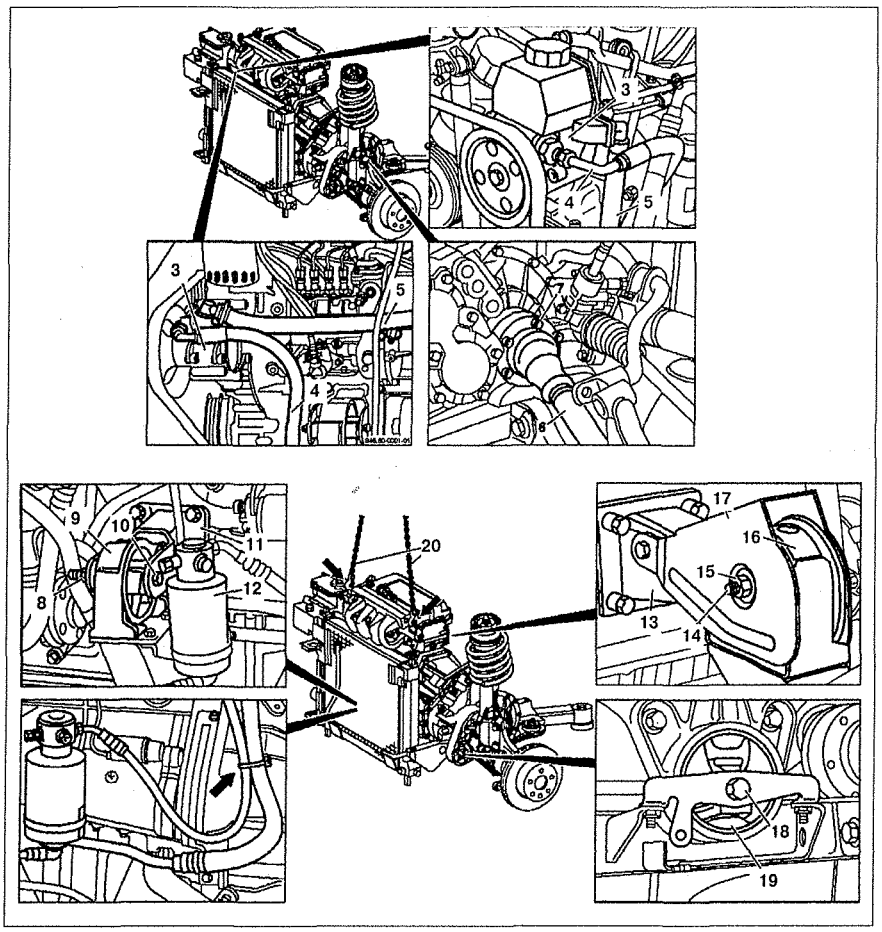

Рис. 2.1. Снятие двигателя:
2. Отсоедините гидравлические трубки от бачка усилителя рулевого управления. Отсоедините нагнетающую **4** и сливную **5** трубки от насоса рулевого управления **3** (см.рис.2.1).